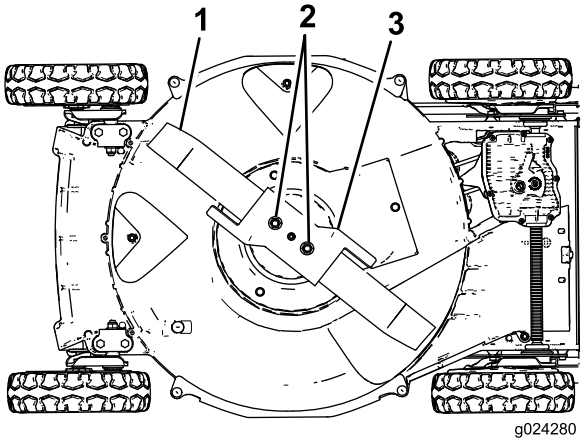

Figur 27
5. Tippa maskinen på dess **högra** sida (luftrenaren uppåt) enligt Figur 27.